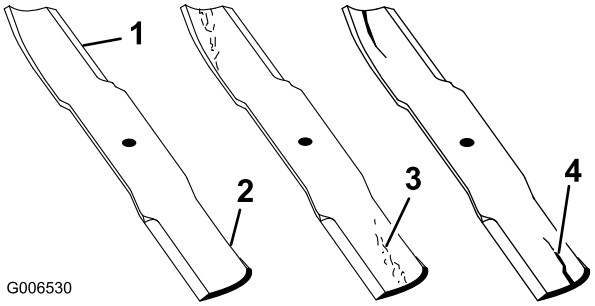

Figuur 87
1. Controleer de snijranden (Figuur 87). Als de snijranden niet scherp zijn of inkepingen vertonen, moet u de messen verwijderen en deze slijpen. Zie De maaimessen slijpen (bladz. 65).
2. Controleer de messen, met name het gebogen deel (Figuur 87). Als u beschadiging, slijtage of groefvorming in dit deel constateert (Figuur 87), moet u het mes direct vervangen.